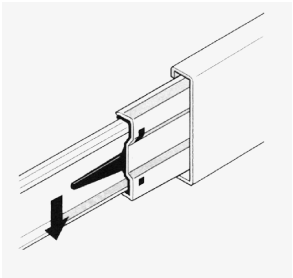
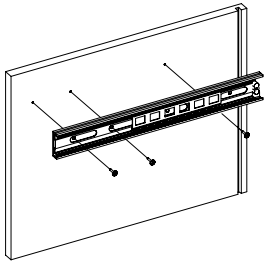

Рис.1
Рис.2
1. Подготовьте детали к сборке. Отсоедините от основания телескопических направляющих внутренние планки, отогнув пластиковый рычажок фиксатора (Рис. 1). Основания телескопических направляющих закрепите на деталях 1, 2 шурупами 3,5х16 (Рис. 2).